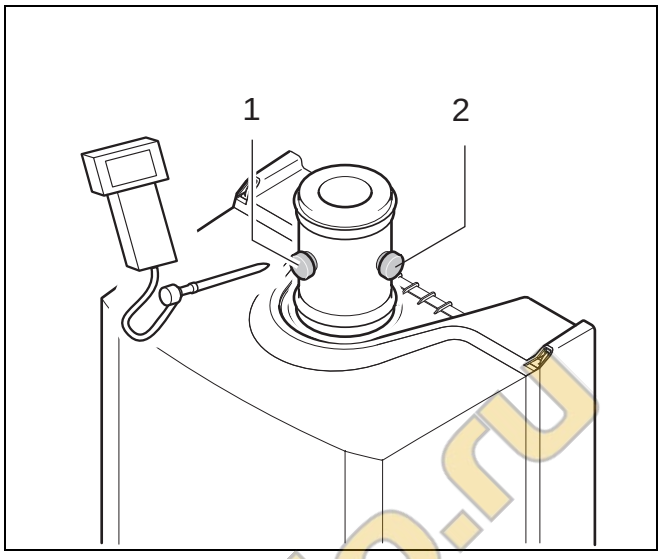

Рис. 35 Места измерений на дымовой трубе
- Отверните заглушку (→ рис. 35) на адаптере подсоединения к системе подачи воздуха для горения и отвода дымовых газов и после проведения измерений снова заверните её. Переведите котёл в режим "Hi". См. меню 3: "Настройки" на стр. 25.